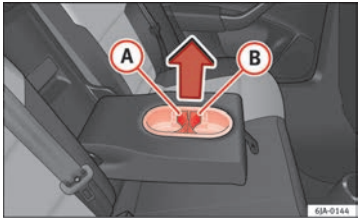

Fig. 83 Rear seats armrest: drink holder
Use the detachable parts (A) and (B) ⇒ Fig. 83 to change the size of the holes.
– Remove part (A) or (B) in the direction indicated by the arrow and replace in the required position in the drink holder. ■